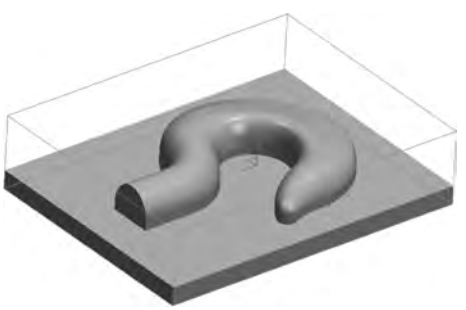

图 5-223 毛坯生成效果
(2) 单击“确定”按钮,生成毛坯,效果如图 5-223 所示。